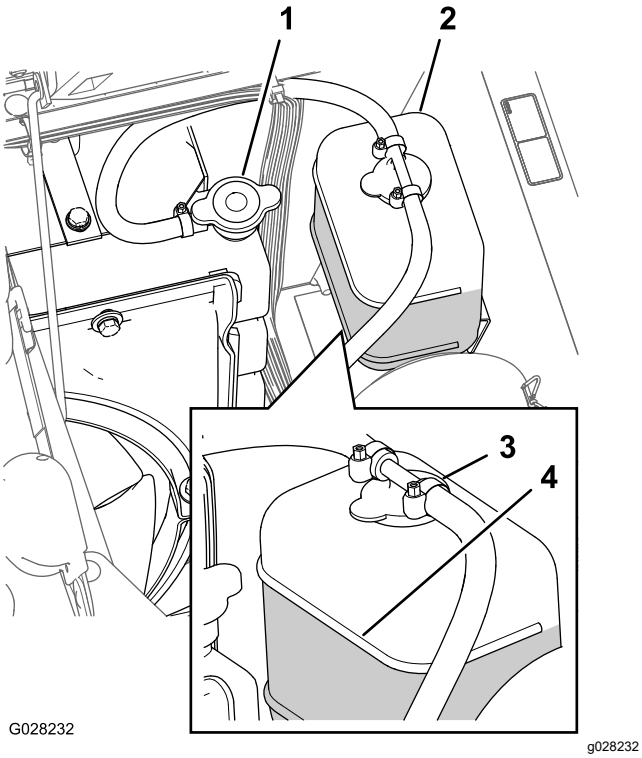

図 103
3. ラジエターと補助タンクのキャップを注意深く開ける図 103。
注 ラジエターは補給口の首の上部まで、補助タンクはFULLマークまであれば適正です図 103。
5. 不足であれば補助タンクとラジエター本体に補給する。ラジエターは首の部分まで、タンクはFULLマークまで入れる図 103。
6. ラジエターと補助タンクのキャップを閉める図 103。
2. エンジンが十分に冷えているのを確認してラジエターのキャップを開ける (図 103)。
6. ラジエターキャップを取る図 103。
8. ラジエターのキャップを軽く締めてエンジンを始動する図 103。
10. 冷却液の温度が上昇したら、ラジエターをキャップの縁まで一杯に満たす 図 103。
11. 補助タンクのキャップを開けて、Coldレベルまで冷却液を補充する図 103。